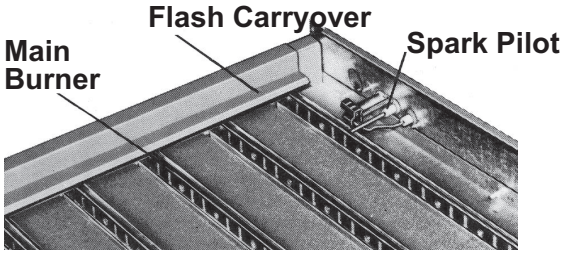

Figure 13. Typical Burner Rack with Spark Pilot
- **Pilot:** The horizontal pilot is located in the control end of the burner rack (see **Figure 13**) and is accessible after the control compartment panel has been removed. All pilots are target type with lint-free feature. Pilot gas pressure should be the same as supply line pressure (refer to **Gas Supply Pressure** section). If required, adjust the pilot flame length to approximately 1-1/4 inch using pilot adjustment screw in control valve body.